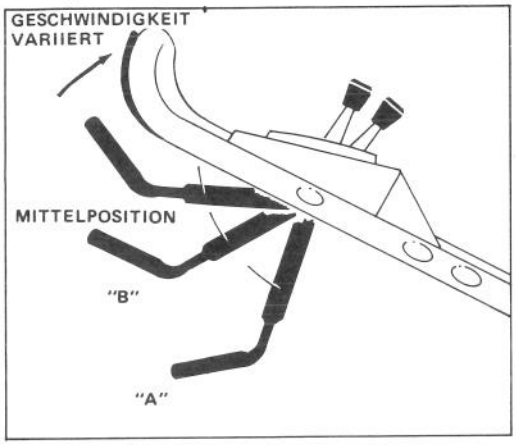

Bild 10
5. MESSER UND ANTRIEBSBEDIENUNG (Bild 10) – Antriebshebel auf "A" hinunterschieben und hochziehen, um Messer "B" einzurücken. Bodengeschwindigkeitshebel auf die gewünschte Einstellung stellen und Antriebs-